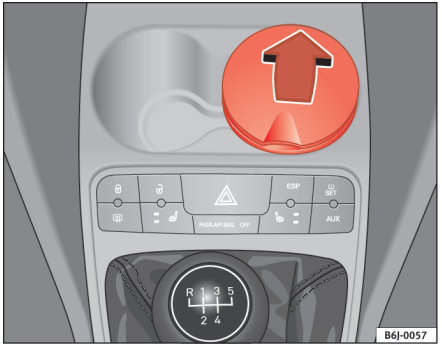

Fig. 79 Askebæger
– Løft afdækningen for at åbne askebægret ⇒ fig. 79.